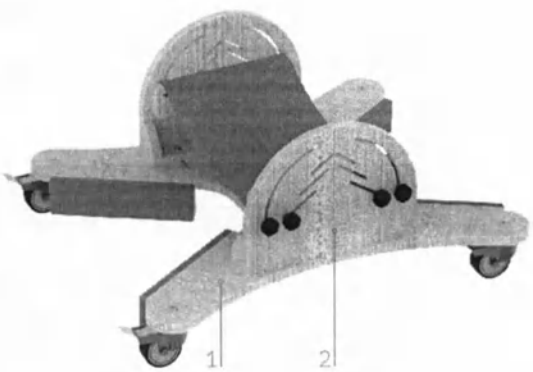

Рис. 2 – Общий вид опоры
Опора (рис. 2) состоит из основания на колёсах (1), на котором установлены боковины (2) с ложем.
Основание (рис. 2)